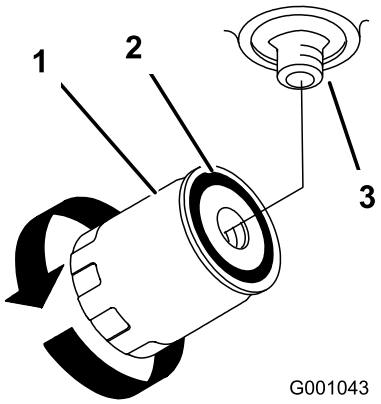

**Figure 61**
4. Déposez le filtre usagé, laissez l'huile s'écouler et essuyez la surface du joint de l'adaptateur (Figure 61).
7. Remplissez le réservoir hydraulique jusqu'à ce que le liquide déborde du filtre. Tournez alors le filtre à huile dans le sens horaire jusqu'à ce que le joint en caoutchouc vienne toucher l'adaptateur du filtre. Serrez ensuite le filtre de 1/2 tour supplémentaire (Figure 61).